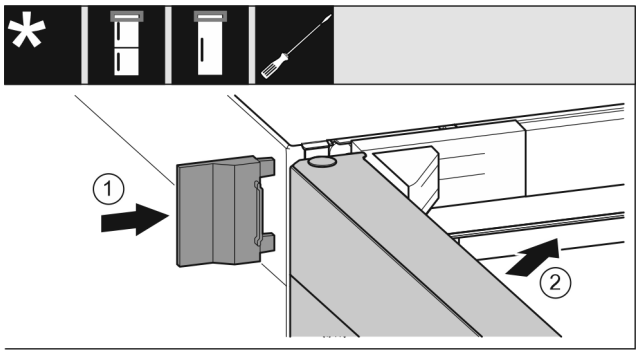

Fig. 26
- ▶ Coloque por deslizamiento la cubierta exterior *Fig. 26 (1)*.
- ▶ Cierre la puerta superior *Fig. 26 (2)*.